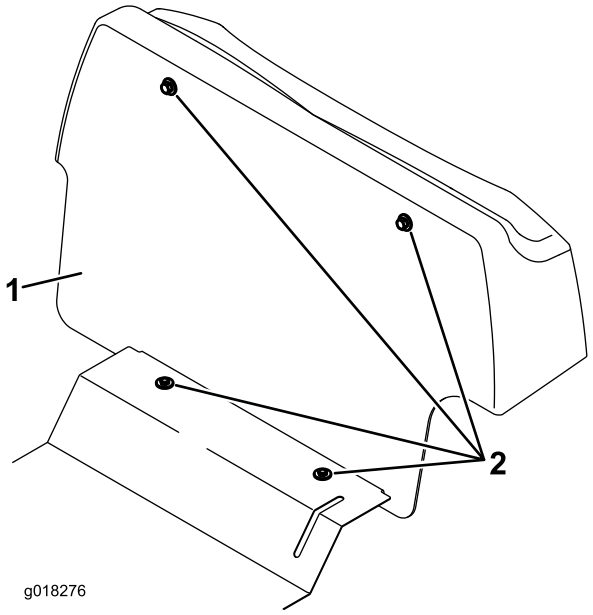

Figur 1
3. Ta bort motorväggen genom att skruva loss de fyra skruvarna (Figur 1). Detta görs för att ge åtkomst till huvudkablarna.